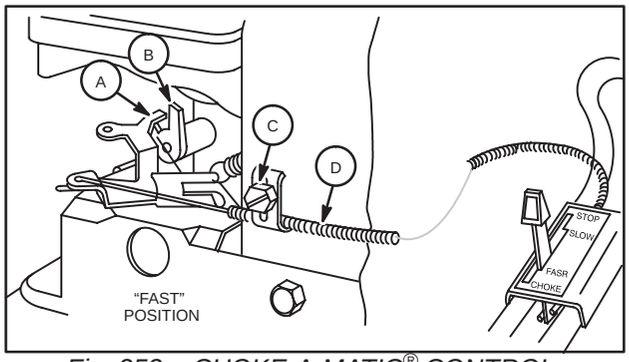

Fig. 253 – CHOKE-A-MATIC® CONTROL, TYPICAL
2. Then mount remote control with casing clamp as shown in Fig. 253.
6. Tighten screw "C." Recheck operation of controls after adjustment, Fig. 253.